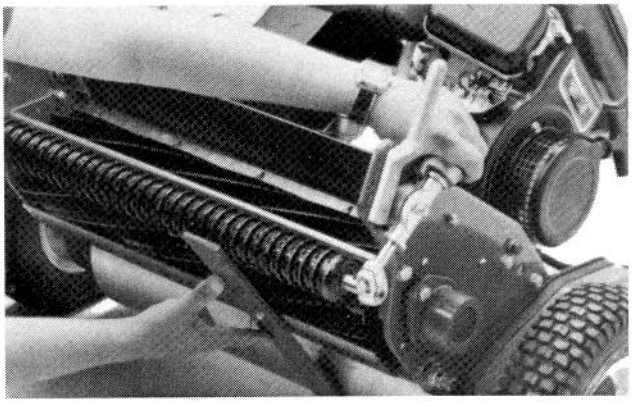

Fig. 8
4. Accrocher la tête de vis sur le bord coupant de la contre-lame et appuyer l'extrémité arrière du calibre sur le rouleau arrière (Fig. 8).